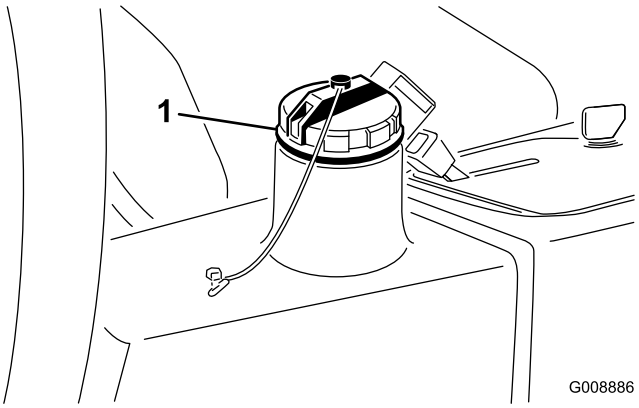

**Figur 60**
3. Fyll tanken (Figur 60) med ca 13,2 liter hydraulvätska; se Kontrollera hydraulsystemet.